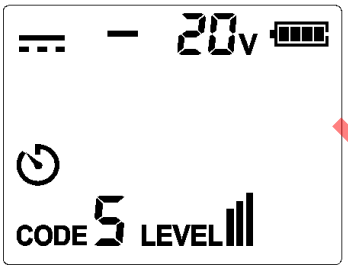

Figure 9.1b DC voltage measurement
5. When the voltage is 8 V ~ 480 V DC/AC (50/60 Hz). If the measured voltage is DC voltage and the positive pole is connected to COM port, then the polarity of the port will be displayed (the polarity of V+ port is “-”). As shown in Figure 9.1b.